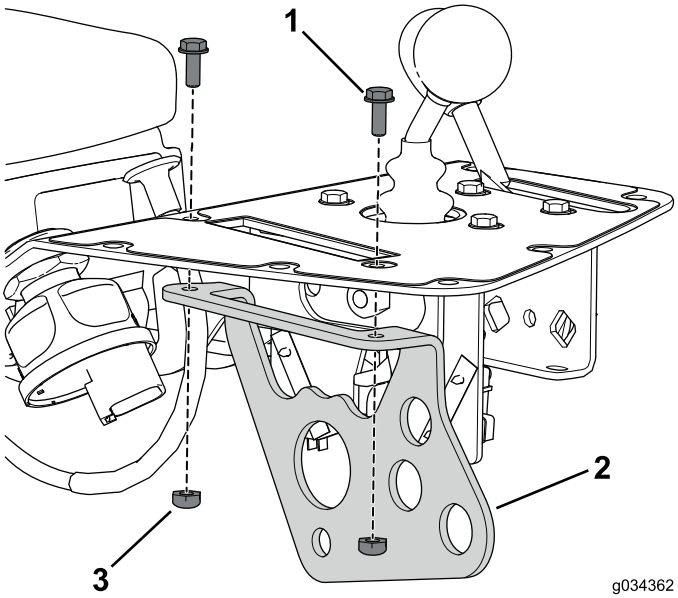

Figur 9
8. Fjern og kasser de 2 bolte og møtrikker, der fastgør funktionskontrolbeslaget til konsollen (Figur 9).